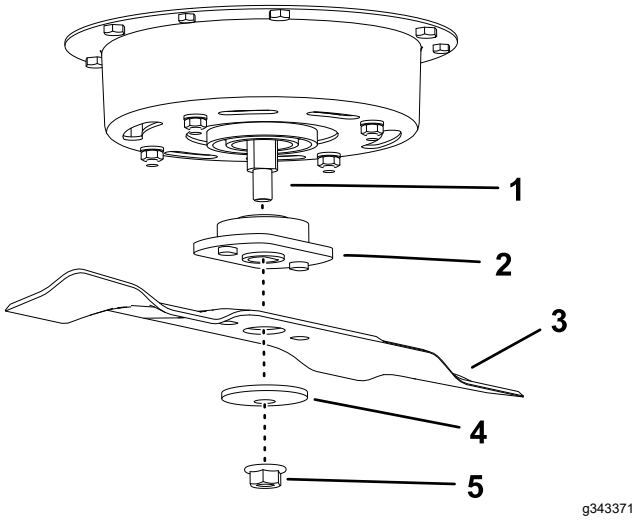

Figur 36
1. Montera kniven och adaptern på spindelaxeln (Figur 36).